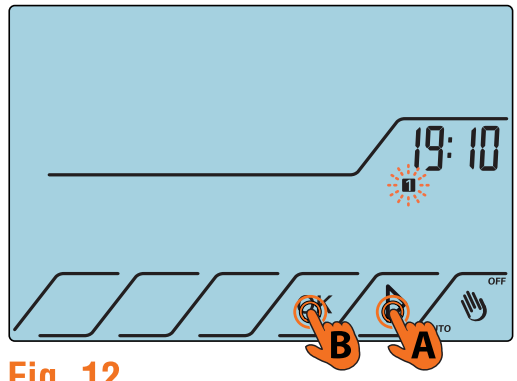

Fig. 12
5. Premere il tasto **OK**, l'icona **1** (lunedì) lampeggia. Usare il tasto ▷ per selezionare il giorno corretto, quindi premere **OK** per confermare e tornare alla schermata principale (Fig.12).